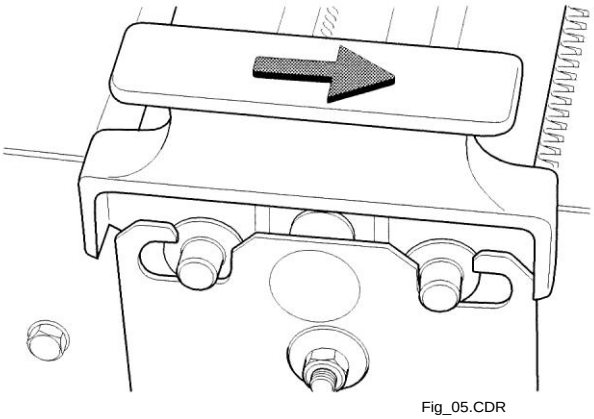

Рис. 5
- Перед тем как вставить пленку удостоверьтесь, что верхняя решетка правильно установлена. Верхняя решетка должна быть прочно прикреплена к нижней болтами (рис. 5).